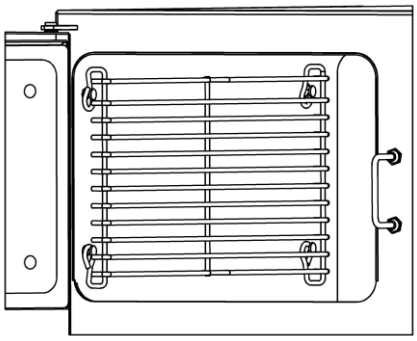

Figure 3-6
- See Figure 3-6. Each rack has four loops: two at the top and two at the bottom.